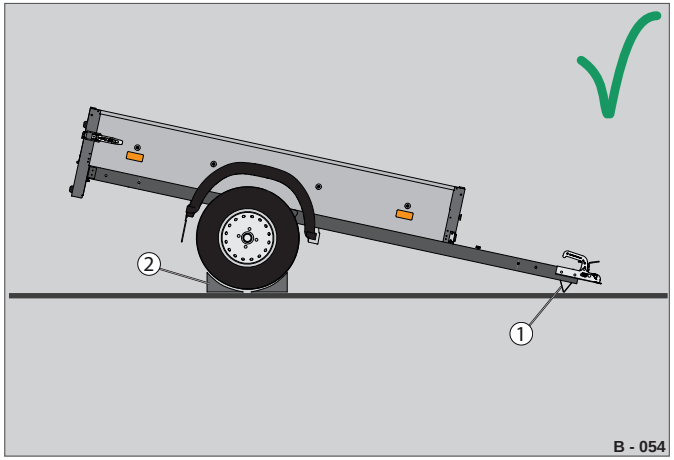

Fig. 96 Anhænger uden bremse
- ▶ Stil anhængeren - ved længere tids stilstand - på trækstangstøtten (Fig. 96 /1).
- ▶ Læg stopklodser (Fig. 96 /2) under hjulene.